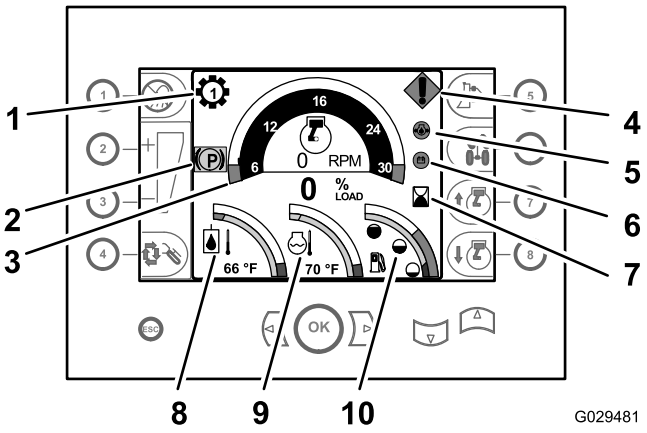
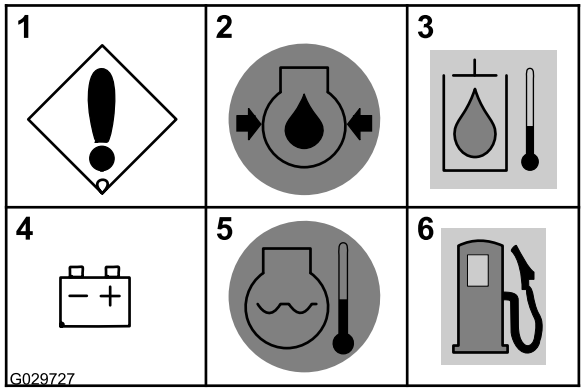

Figure 31
Figure 33
- **Indicateur de rapport** – Ce témoin indique le rapport de transmission sélectionné (rapports 1 à 4); il s'affiche au-dessus et à gauche du compte-tours (Figure 31).
- **Compte-tours** – Le compte-tours indique le régime moteur en tours par minute (tr/min). Le compte-tours s'affiche en haut de la partie centrale de l'écran du centre de commande (Figure 31).
- **Compteur horaire** – Le compteur horaire indique les heures de fonctionnement du moteur. Il s'affiche dans la partie centrale droite de l'écran du centre de commande, à droite du compte-tours (Figure 31).
- **Thermomètre de liquide hydraulique** – Cet instrument indique la température de service du liquide hydraulique et s'affiche dans la partie inférieure gauche de l'écran du centre de commande (Figure 31).
- **Thermomètre de liquide de refroidissement** – Cet instrument indique la température du liquide dans le circuit de refroidissement du moteur. Il s'affiche dans la partie centrale inférieure du combiné d'instruments (Figure 31).
- **Témoin de niveau de carburant** – Ce témoin indique le niveau de carburant restant dans le réservoir; il s'affiche dans la partie inférieure droite de l'écran du centre de commande (Figure 31).
- **Témoin du frein de stationnement** – Ce témoin s'affiche quand le frein de stationnement est serré (Figure 31). Le témoin disparaît quand vous desserrez le frein de stationnement.
- **Anomalie de machine ou de moteur** – Ce message s'affiche en cas d'anomalie de la machine ou du moteur. La cause de l'anomalie est indiquée dans les écrans de diagnostics du tableau de bord (Figure 33).
- **Basse pression d'huile moteur** – Ce message d'avertissement s'affiche quand la pression de l'huile moteur est égale ou inférieure à 0.9 bar (13 psi) (Figure 31 et Figure 33).
- **Surchauffe de l'huile hydraulique** – Ce message clignote si la température du système hydraulique est égale ou supérieure à 102 °C (215 °F) (Figure 33).
- **Contrôlez l'alternateur ou la batterie** – Ce message s'affiche si la tension de l'alternateur et la batterie est égale ou inférieure à 12 volts (Figure 31 et Figure 33).
- **Surchauffe du moteur** – Ce message clignote si la température du liquide de refroidissement du moteur est égale ou supérieure à 104 °C (220 °F) (Figure 31 et Figure 33).